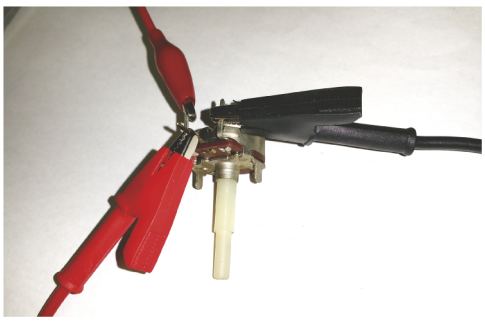

**FIGURE 2.51** (Step 32) Potentiometer with outer leads connected to the ohmmeter or power supply and the middle lead connected to the DMM voltmeter. ⏎
32. **Learning about potentiometers.** The following activities demonstrate the operation of the potentiometer. You might need to review it from Chapter 1. Attach the DMM ohmmeter to the outer two leads of the pot as shown in Fig. 2.51. That is the maximum resistance due to the full length of the stripe of resistive material. What value do you read? Call it $R_{max}$.